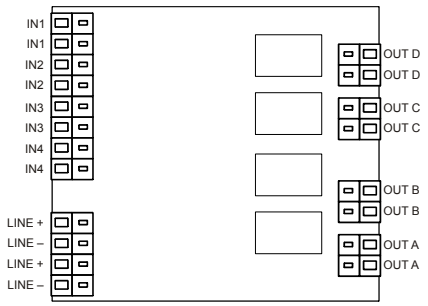

Fig. 8
1. Connect the cables to the terminals (Fig. 8).
1. Schließen Sie die Kabel an den Klemmen an (Fig. 8).